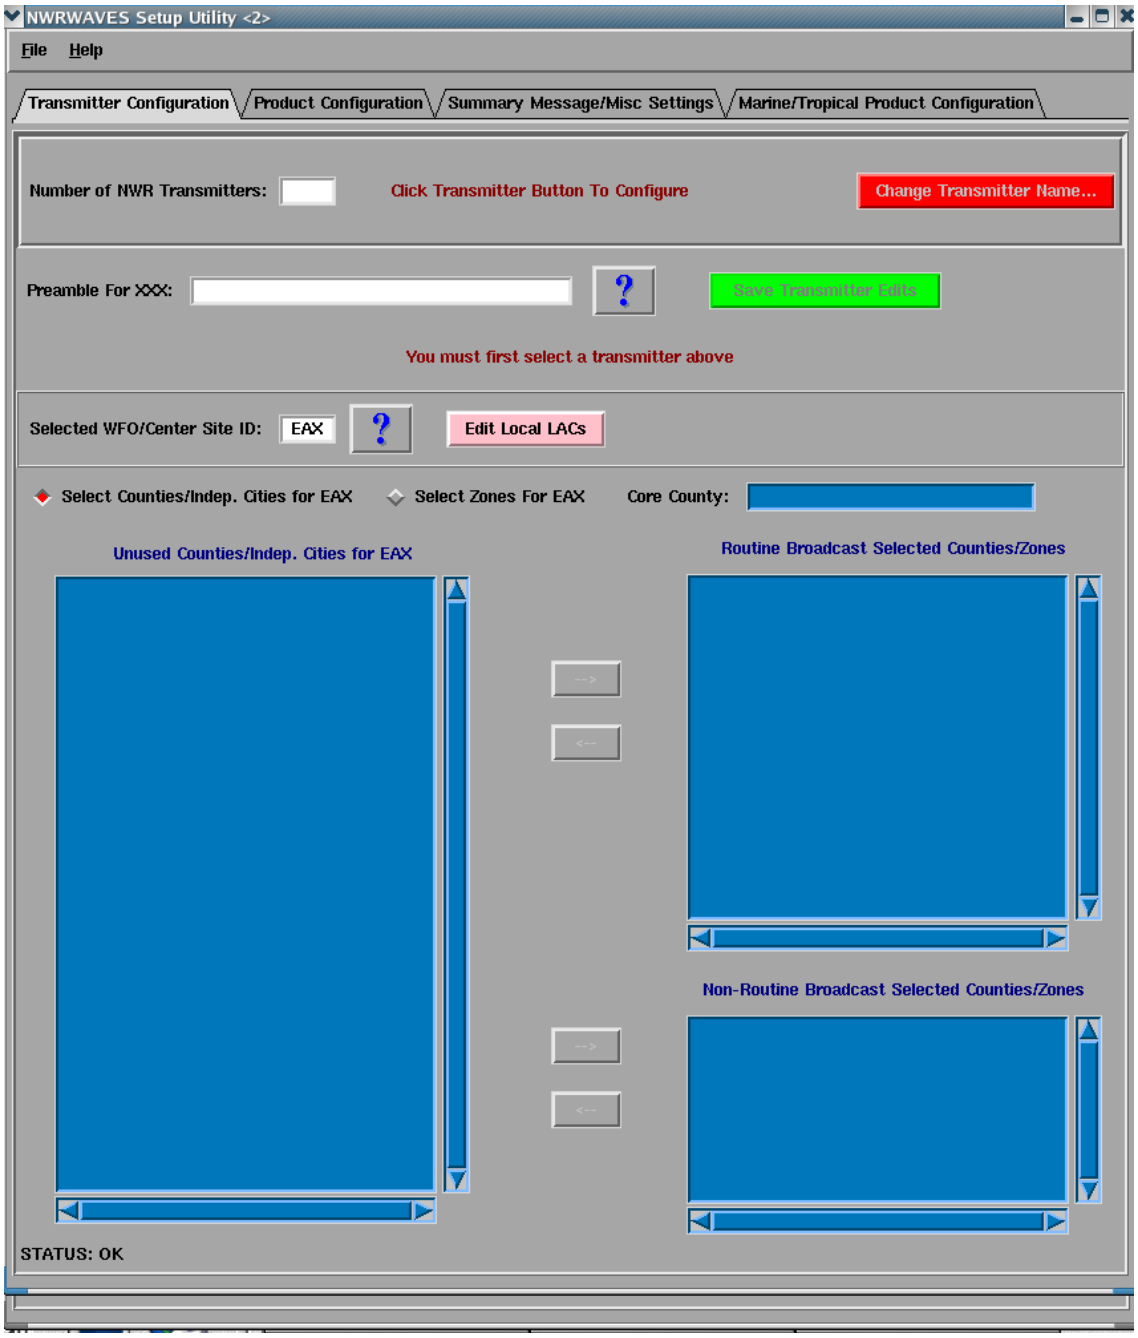

Figure 2 – NWRWAVES Setup GUI
B) From the "NWRWAVES" pull-down menu, select the option "NWRWAVES Setup". You will see the NWRWAVES Setup GUI pop-up on your AWIPS screen (Figure 2). The initial display will start on the first of four tabs, which is the transmitter/broadcast program configuration tab